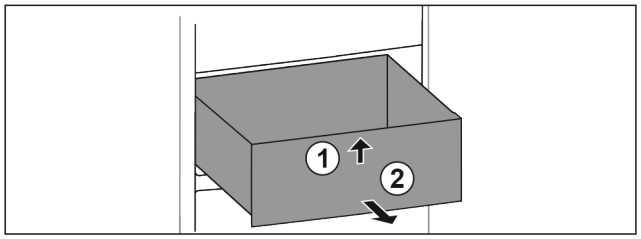

Fig. 138
▶ 抬起抽屉前部。 *Fig. 138 (1)*
▶ 朝前取出抽屉。 *Fig. 138 (2)*